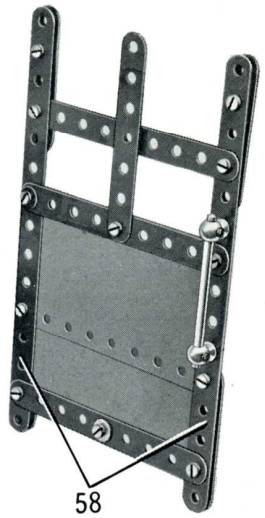
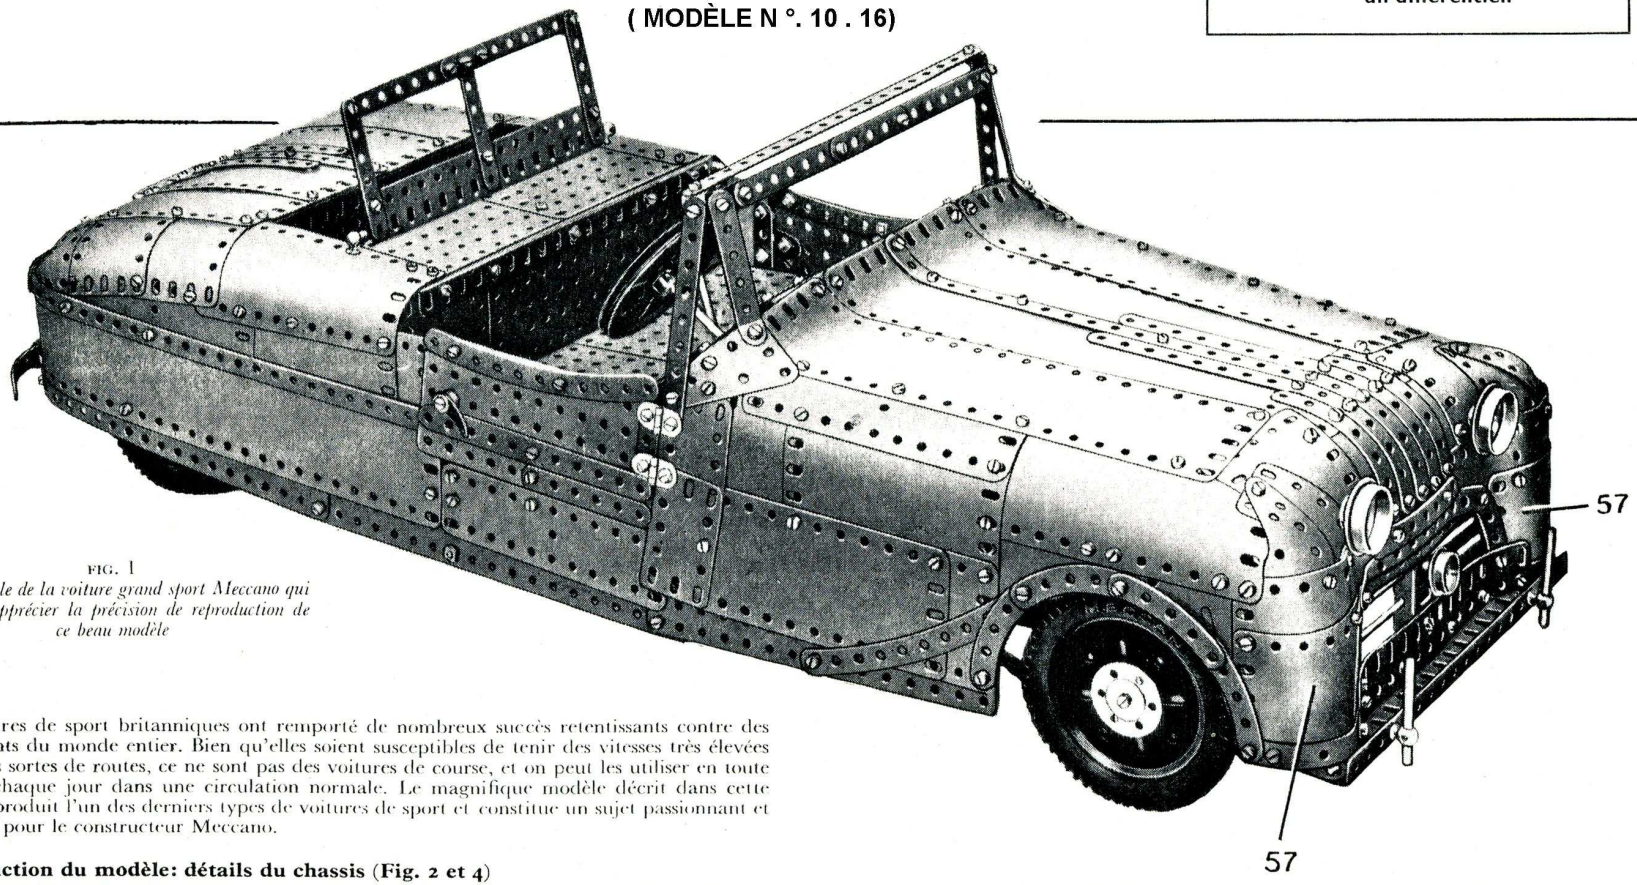

Fig. 10. *Détail de la porte coulissante de la cabine*
FIG. 1
La porte coulissante de la cabine se construit en boulonnant deux plaques flexibles de 11,5×6 cm. entre deux bandes de 15 trous (58) (fig. 10). Le châssis de la fenêtre se construit à l'aide de bandes comme le montre la figure. Une bande de 5 trous est fixée à chaque extrémité de chaque bande (58) par deux boulons de 9,5 mm., mais elle est tenue écartée de la bande (58) par un écrou et une rondelle placés sur chaque boulon. Les extrémités inférieures des bandes (58) et leurs bandes de 5 trous s'ajustent sur la cornière qui borde le plancher de la cabine, et les extrémités supérieures des bandes coulissent sur la bande (13) (fig. 1).